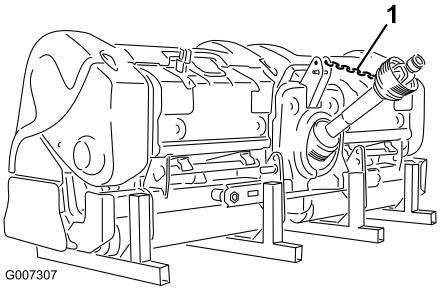

Figur 40
12. koble kraftuttakets tjoring til kraftuttakets skydd for å forhindre at kraftuttaksakselen ikke kommer i kontakt med bakken (Figur 40).